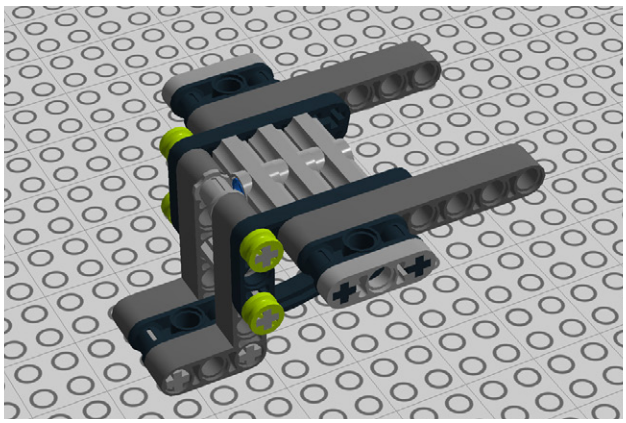

Figure 1-43. *Step 39: Finishing the assembly*
39. Add half bushes to keep everything in place (Figure 1-43). The back assembly is done!